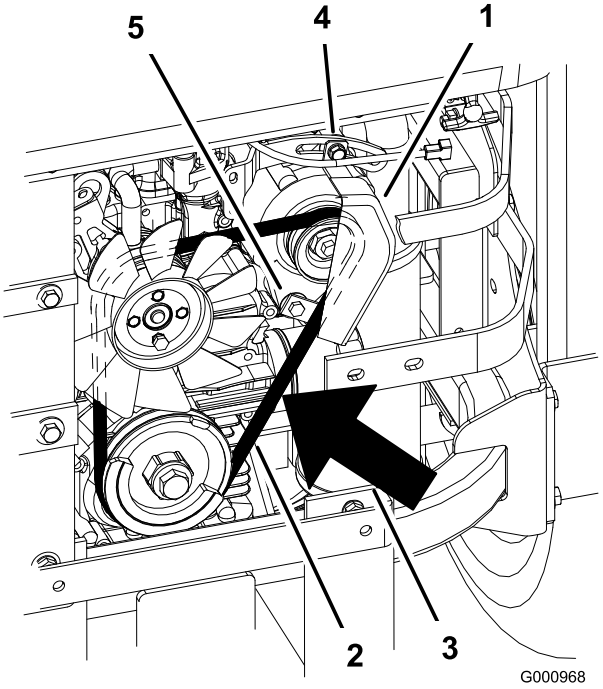

**Figur 75**
2. Justera generatorn mot utsidan tills remmen har en nedböjning på 7–9 mm mellan motorn och generatorremskivorna med 10 kgf kraft (Figur 75).
5. Dra åt den nedre och övre bulten om nedböjningen är korrekt (Figur 75).